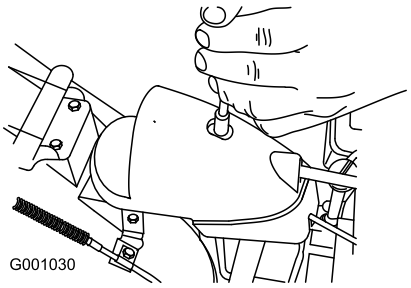

Rysunek 52
1. Wyjmij mocowanie na osłonie przekładni (Rysunek 52), unieś przód osłony, przesuń ją do tyłu, aby nie przeszkadzała.